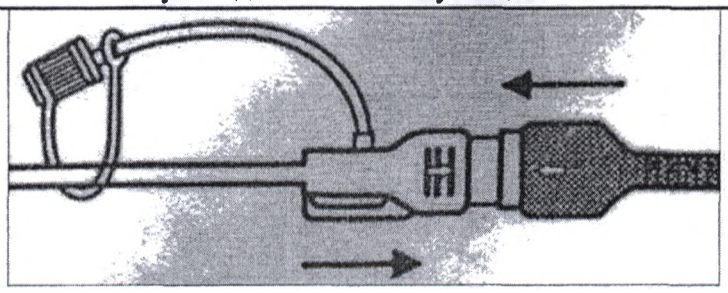

Рисунок 7-5. Подсоединение катетера к кабелю давления
2) Подсоедините КВМД к кабелю ВМД (см. рисунок 7-5).